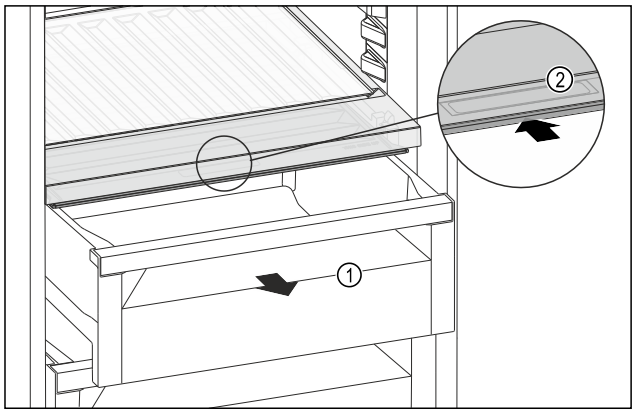

Fig. 186
▶ Schubfach *Fig. 186 (1)* herausziehen.
▶ Griffmulde *Fig. 186 (2)* am Fachdeckel anfassen und Fachdeckel gleichzeitig nach hinten schieben.